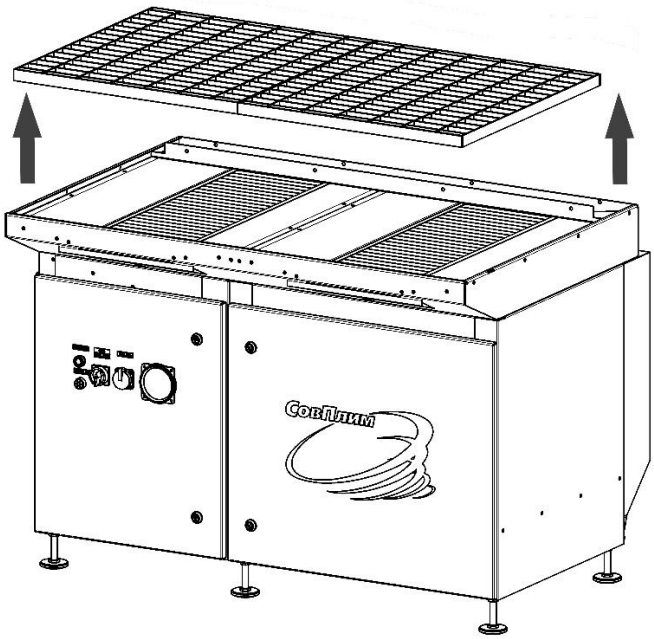

Рисунок 6
5.3.1 Вынуть колосниковые решётки из столешницы (рисунок 6).